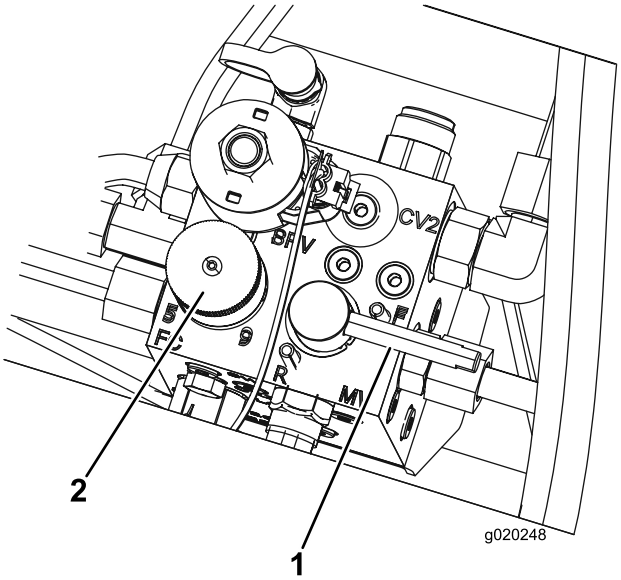

Figur 99
5. Ställ in cylinderhastighetsreglaget till läge 1 (Figur 99).
6. Flytta slipningsspaken till läge R (slipning) (Figur 99).